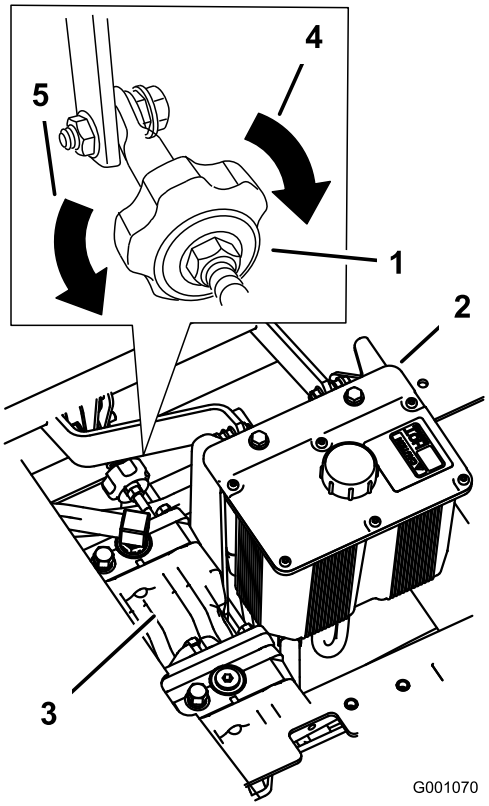

Figur 76
2. Ställ in pumpstavslängden genom att vrida ratten i lämplig riktning tills hjulet står stilla eller långsamt kryper bakåt (Figur 76).